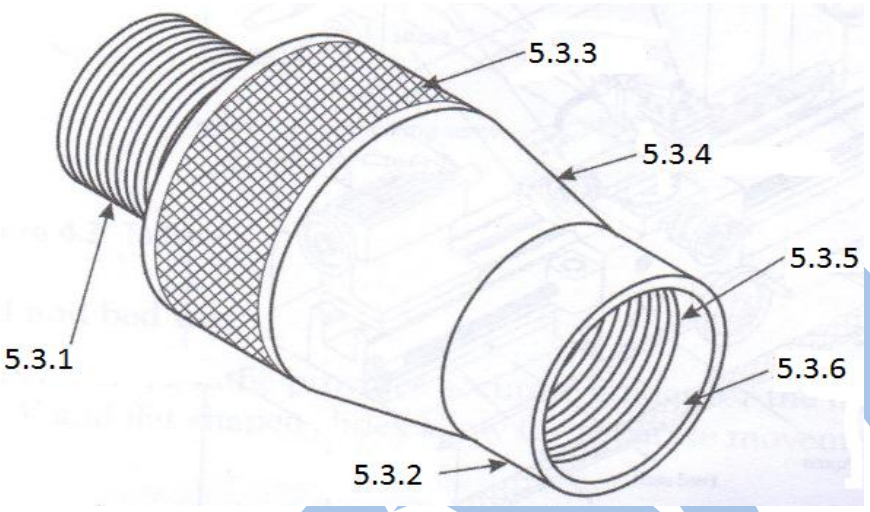

FIGURE 5 (6)
5.3 Different machining processes that can be performed on centre lathe are shown on FIGURE 5. Identify the processes. Write only the number (5.3.1–5.3.6) in the ANSWER BOOK.